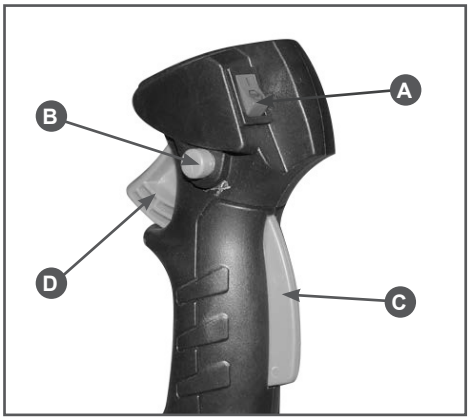

Рис. 7 Расположение органов управления на рукоятке
5. Выключатель зажигания (A) установите в положение «I» Рис.7. Удерживая стопорный рычаг газа (C) Рис.7 нажмите на рычаг газа (D). Для облегчения запуска зафиксируйте рычаг газа стопором (B) Рис.7.